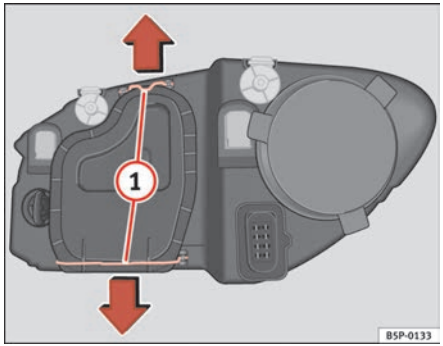

Fig. 164 Dipped head-lights
– Remove the loops ⇒ fig. 164 (1) in the direction of the arrow and remove the cover.